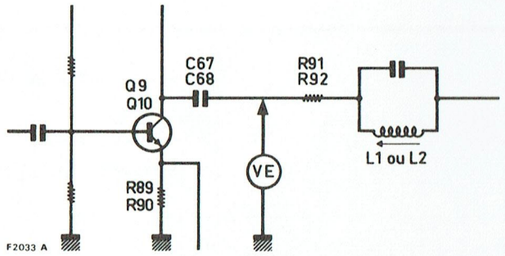

Fig. 9
b) Brancher ensuite le millivoltmètre suivant la Fig. 9 et rechercher la déviation minimum en agissant sur **L 1** (voie gauche) et **L 2** (voie droite).